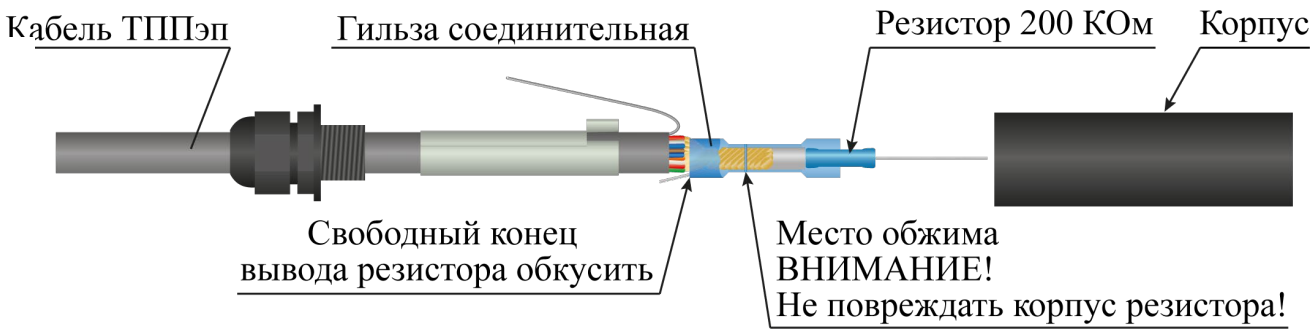

Рисунок 4.11
– гильзу обжать с помощью специального инструмента (рекомендуется применять клещи обжимные КО-01) со стороны кабеля ТППэп, не повреждая корпус резистора (рисунок 4.11);